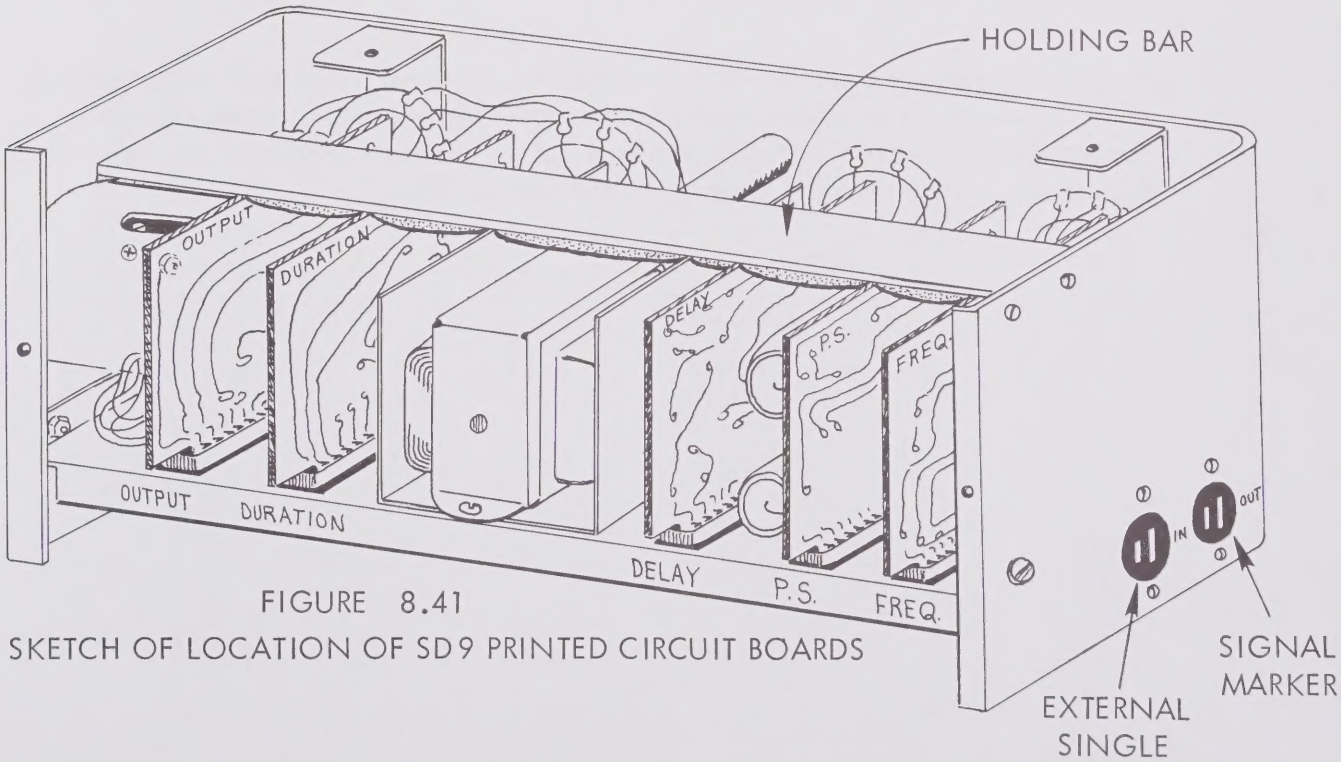
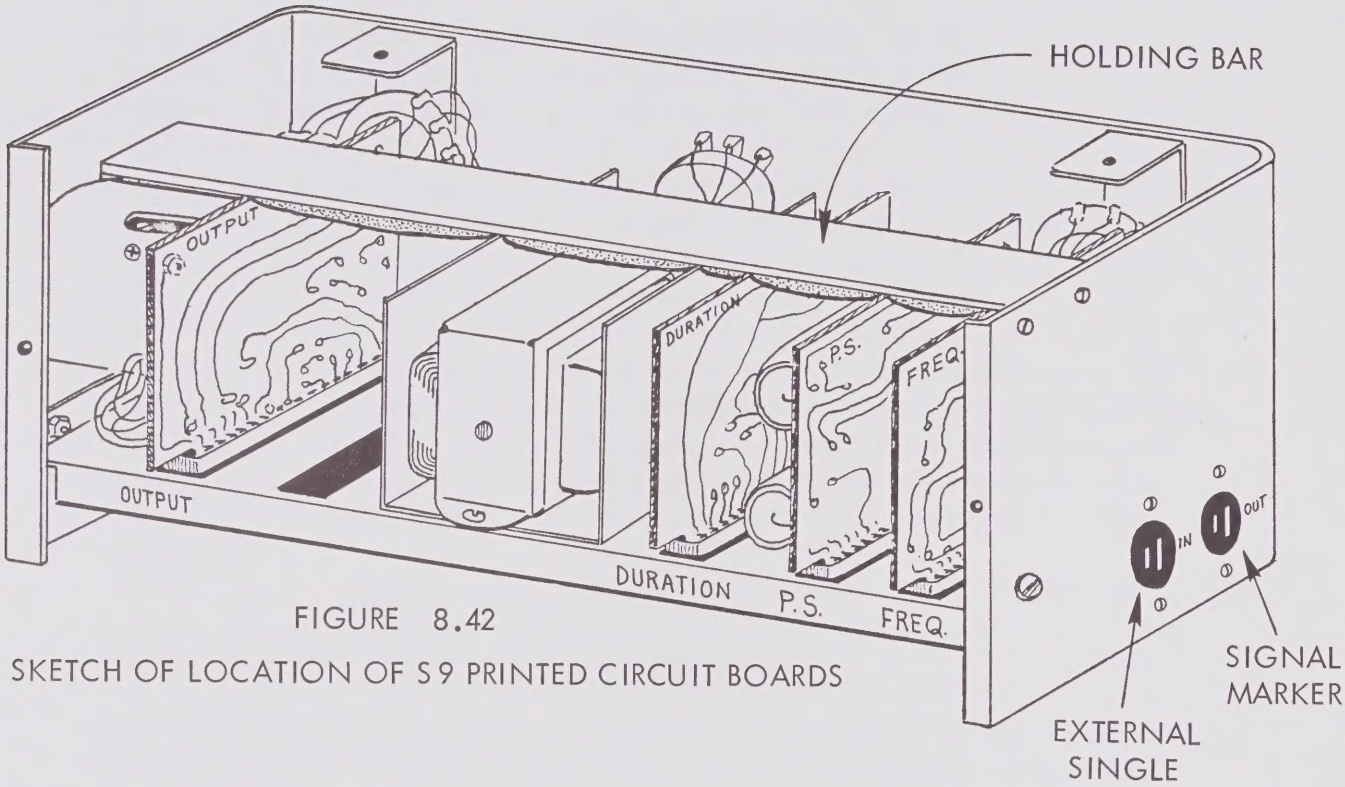

FIGURE 8.41
FIGURE 8.42
8.41 Both the printed circuit boards and their appropriate sockets are clearly labeled. See Figure 8.41 for SD9, or Figure 8.42 for S9. The stimulators are wired in such a way that if a printed circuit board is accidentally plugged into the wrong socket, there will be no damage to either circuit.